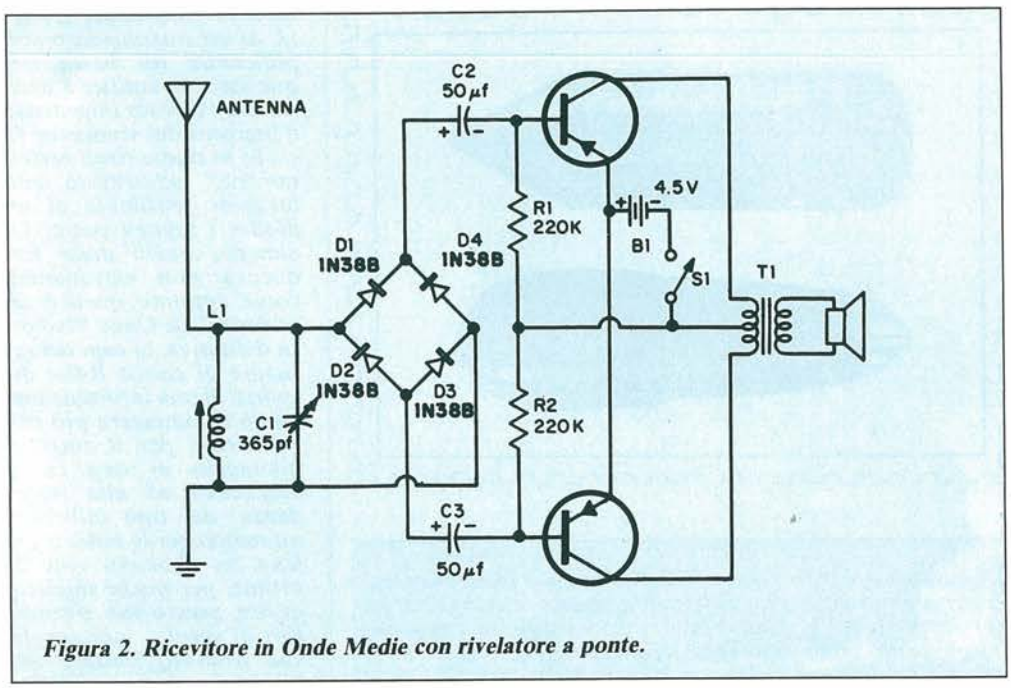

*Figura 2. Ricevitore in Onde Medie con rivelatore a ponte.*
*Se, infine, vorrai cimentarti in altre esperienze affini, ti suggeriamo, in figura 2, gli schemi di un altro simpaticissimo ricevitore in Onde Medie che potrai realizzare in alternativa a quello appena discusso.*